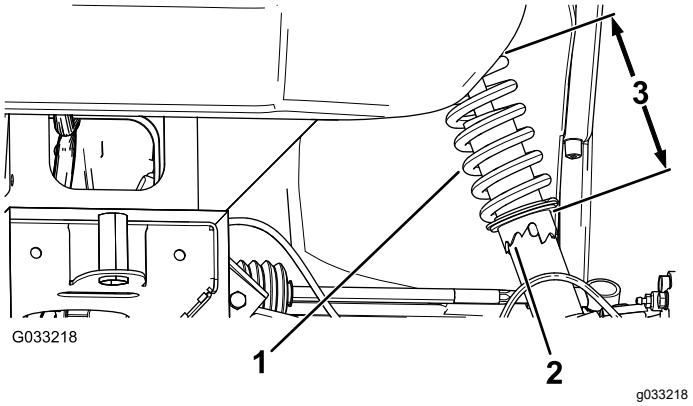

Figur 56
2. Hvis hjulets hældning ikke er korrekt, skal du bruge gaffelnøglen til at dreje muffen på støddæmperen og tilpasse hjulsporingen (Figur 56).